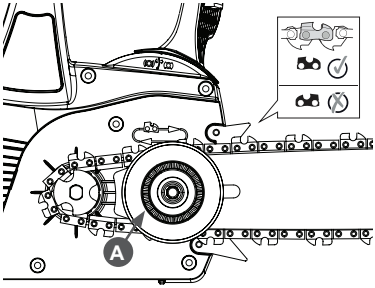

Рис. 3 Установка шины
4. Возьмите шину. Вращая колесо А накладки шины (Рис. 3) против часовой стрелки переместите его в самое переднее положение на шине. Установите ведущие звенья пильной цепи в пазы шины.